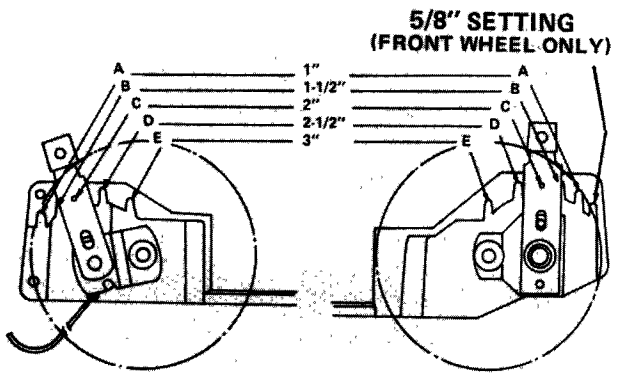

Figure 18
3. Adjust wheels to same height-of-cut (Fig. 18).